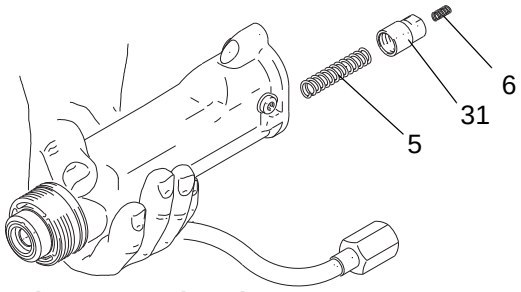
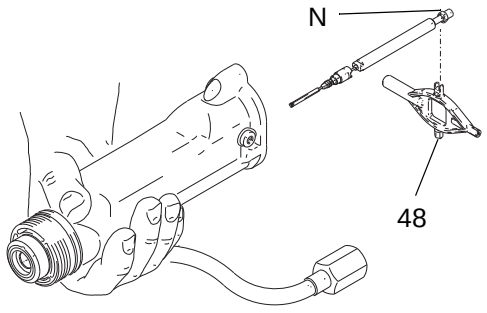

FIG. 26 Spring Cap and Springs
FIG. 27 Fluid Needle Removal
3. Remove the barrel (1), page 33.
4. Remove the spring cap (31) and the spring (5) from the barrel. See FIGURE 26.
5. Be sure the seat housing (4) is removed. Place the 2 mm ball end wrench (45) in the back of the fluid needle assembly. Push the tool in and turn it counterclockwise about 12 full turns to unthread the needle.
6. Using the multi-tool (48), pull back on the packing nut (N) to remove the fluid needle assembly. See FIGURE 27.